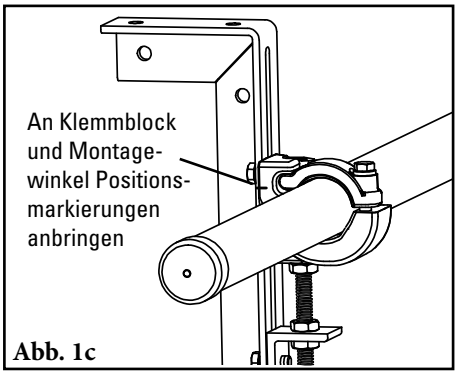

Abb. 1c
Entlang der Linie für die Bandposition einen Montagewinkel (Abb. 1b) positionieren, mit dessen Hilfe die Mittellinie des Klemmblocks mit der Markierung von 175 mm (7") (138 mm (5½") für PLS) ausgerichtet werden kann (Abb. 1c). Müssen die Klemmblöcke verschoben werden, die Sicherungsschrauben der Klemmblöcke und die Sicherungsschraube der Einstellhalterung lösen und den Klemmblock an eine Position verschieben, wo sich die Mitte der Bohrung 175 mm (7") (138 mm (5½") für PLS) unterhalb der Unterseite des Bands befindet. In Einbaulage verschrauben oder verschweißen. Diesen Schritt an der gegenüberliegenden Seite wiederholen. An einer Seite ist eventuell eine Zugangsöffnung erforderlich (Abb. 1d). **HINWEIS:** Die Montagewinkel müssen im rechten Winkel zum Band ausgerichtet werden.
c. Auf dem Montagewinkel und am Klemmblock Positionsmarkierungen anbringen, um nach Auswechseln des Abstreifblatts die Einbaulage rasch wiederzufinden (Abb. 1c).